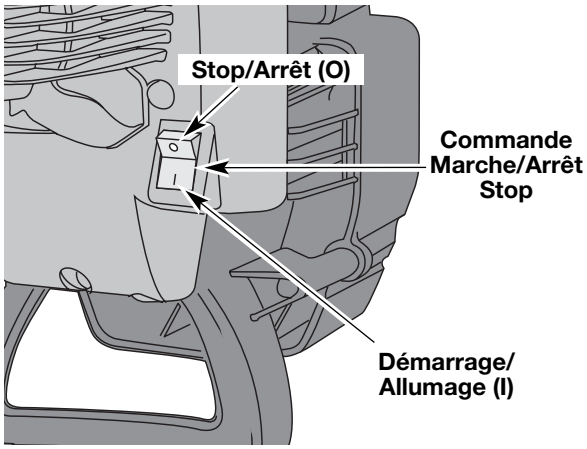

Fig. 6
REMARQUE : Il n'est pas nécessaire de faire démarrer la machine. La commande On/Off (Arrêt/Marche) est en position ON (I) en permanence (Fig. 6).